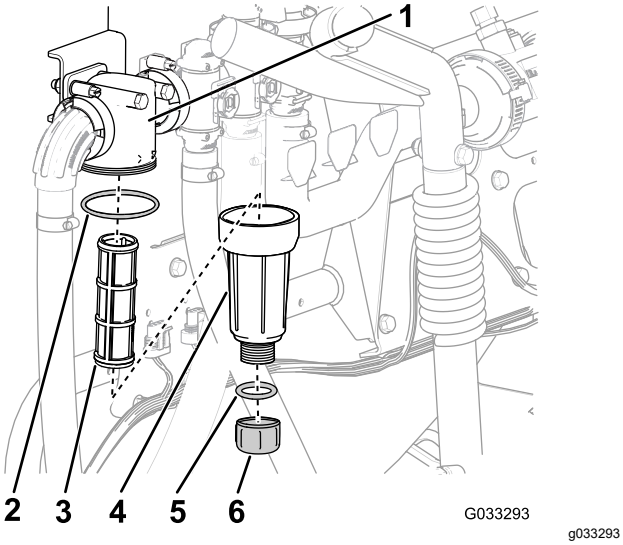

Figur 60
2. Placera ett kärl under tryckfiltret (Figur 60).
3. Vrid avtappningspluggen motsols och ta bort den från tryckfiltrets skål (Figur 60).
4. Vrid skålen motsols och avlägsna den från filterhuvudet (Figur 60).
5. Ta bort det gamla tryckfiltret (Figur 60).
6. Kontrollera att avtappningspluggens o-ring (sitter på insidan av skålen) och skålens o-ring (sitter på filterhuvudets insida) inte är slitna eller skadade (Figur 60).
7. Montera det nya tryckfiltret i filterhuvudet (Figur 60).
8. Montera skålen på filterhuvudet och dra åt för hand (Figur 60).
9. Montera pluggen i skålen och dra åt den för hand (Figur 60).